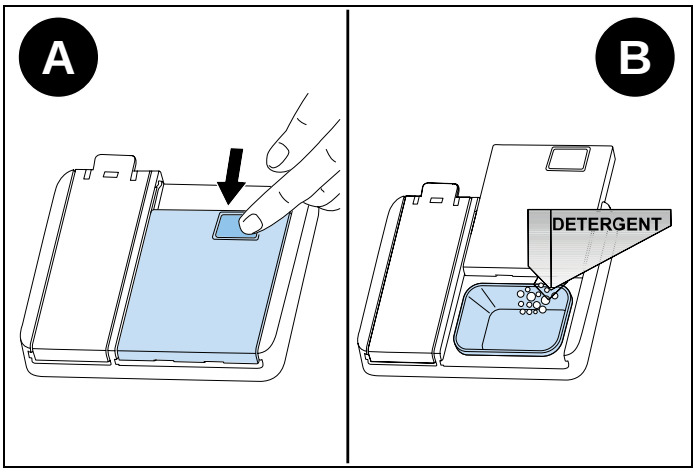

Fig. 65
1) Poussez le loquet pour ouvrir le distributeur de détergent, comme indiqué dans l'illustration (Fig. 65 A)
2) Versez/placez le détergent dans le distributeur (Fig. 65 B)